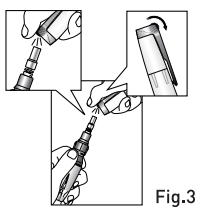

Fig.3
2. Ignite the gas stream with the **Flint Ignitor** located on the Torch Cap. (Fig. 3)